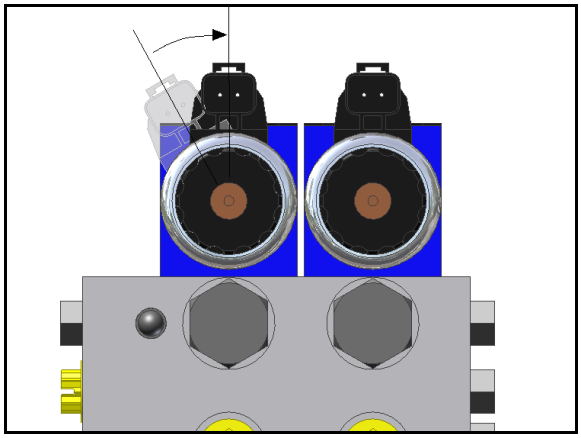

Figure 19: Align Coils
2. Verify the valve coil connectors are oriented vertically (**Figure 19**).